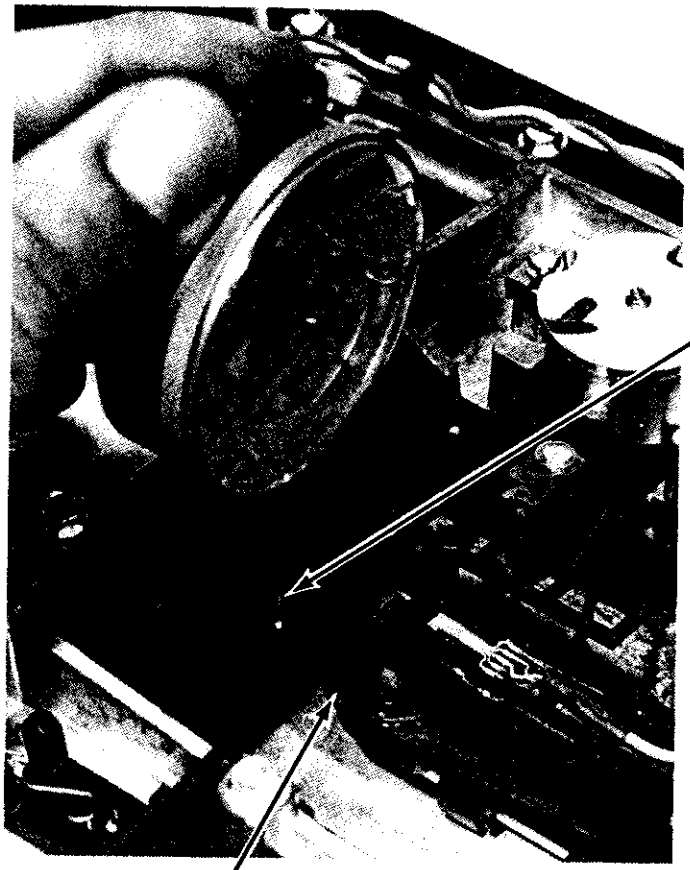

FIGURE 43. INSTALLATION CHECK
e. The shaft the extends from the stepper motor can be used to move the head up far enough so the gauge point is indicating off the tab, on the side zero head as shown in Figure 43.